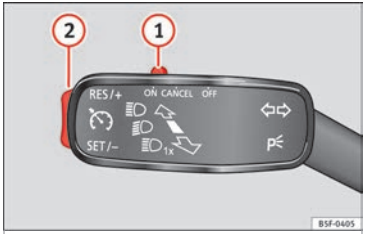

Fig. 40 On the left of the steering column: switches and controls for operating the CCS
• Switching on the CCS: Move switch ››› **Fig. 40** 1 to **ON**. The system is on. If no speed has been programmed, the system will not control it.
• Activating the CCS: Press button ››› **Fig. 40** 2 in the **SET/–** area. The current speed is memorised and controlled.
• Temporarily switching off the CCS: Move switch ››› **Fig. 40** 1 to **CANCEL** or push the brake. The cruise control system is switched off temporarily.
• Reactivating the CCS: Press button ››› **Fig. 40** 2 in **RES/+**. The memorised speed is saved and controlled again.
• Switching off the CCS: Move switch ››› **Fig. 40** 1 to **OFF**. The system is disconnected and the memorised speed is deleted.